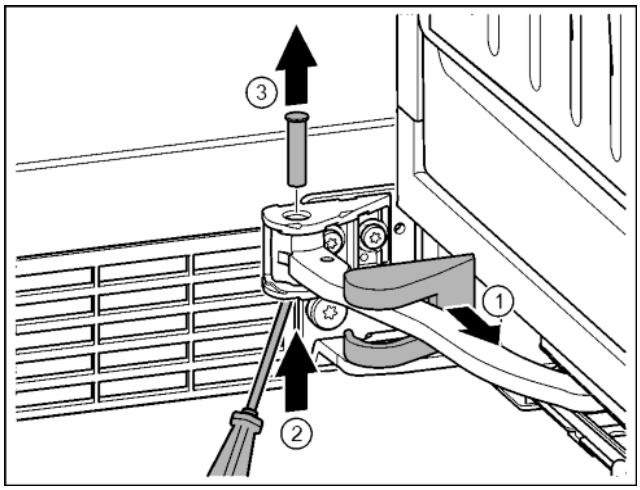

Fig. 17
▶ Remove cover and slide along the hinge. *Fig. 17 (1)*
▶ Lift bolt with finger or screwdriver from below. *Fig. 17 (2)*
▶ Insert the screwdriver under the bolt head and remove. *Fig. 17 (3)*